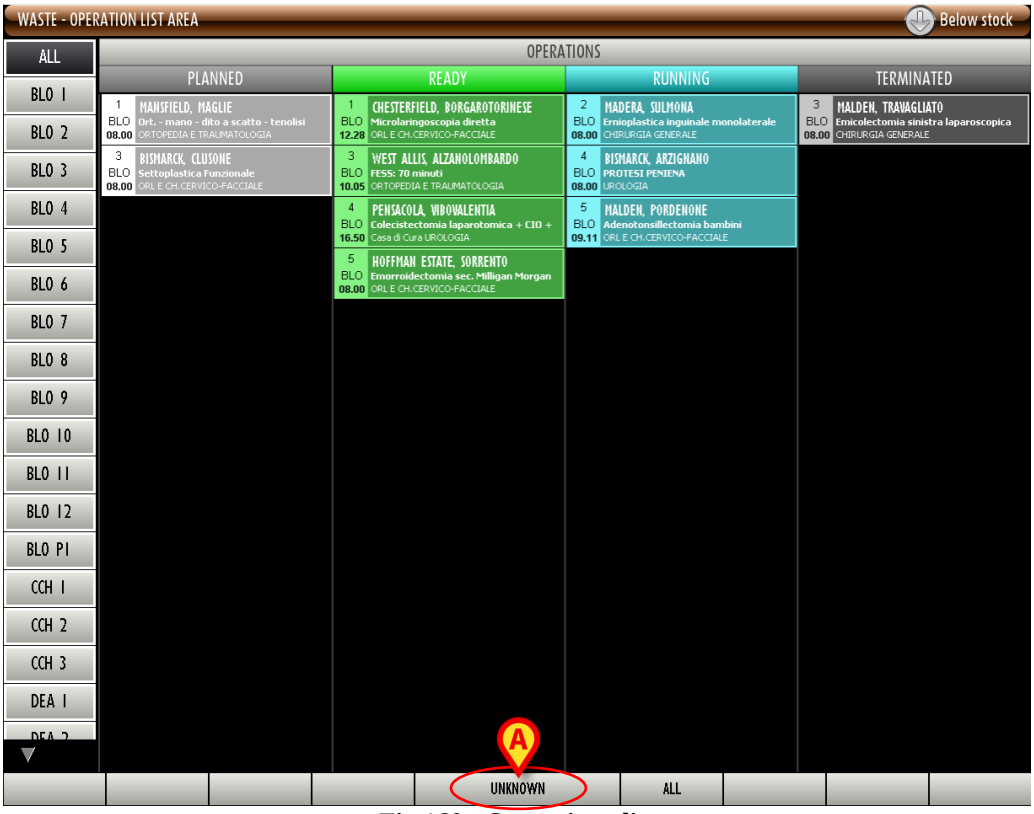

Fig 160 - Operation list
The "Operation list" screen opens (Fig 160):
- Click the **Unknown** button on the command bar (Fig 160 **A**).